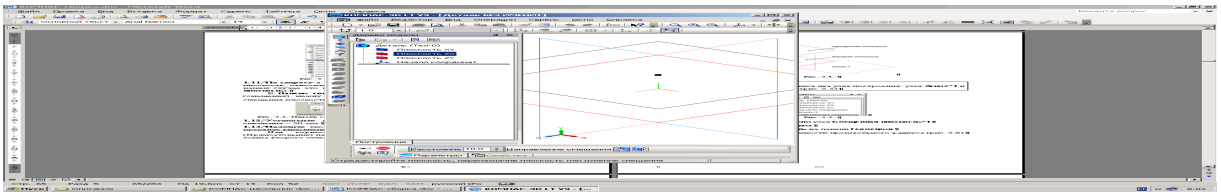

Рис. 5.3. **Панель свойств** и строка сообщений команды **Плоскость⇒Смещенная.**
1.11. По запросу в строке сообщений (рис. 5.3) укажите в окне **Дерево модели** плоскость, относительно которой следует построить смещенную плоскость. В нашем случае это плоскость **ZX** построения первого сечения (**Горизонтальная плоскость**).
В **Панели свойств** операции (рис. 5.3) имеется поле ввода расстояния (смещения) между плоскостями: **Расстояние** и кнопки выбора направления смещения плоскости: **Направление смещения**  (**Прямое**) и  (**Обратное**).